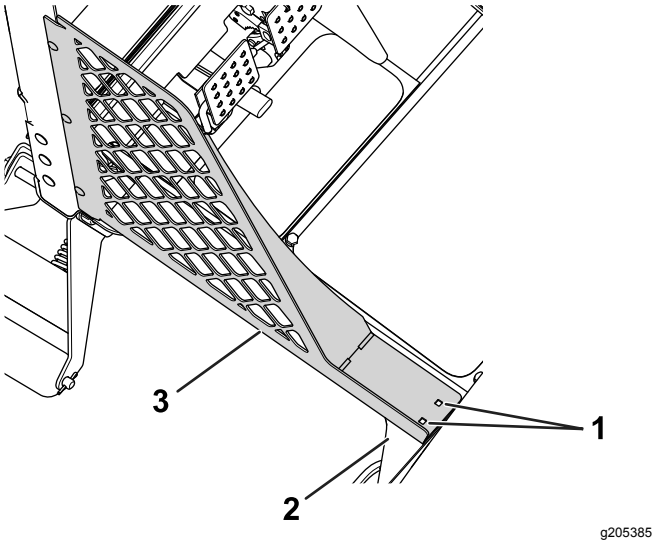

Рисунок 1
A. Разметьте места, где нижние панели в сборе соединяются с подножной платформой (Рисунок 1).